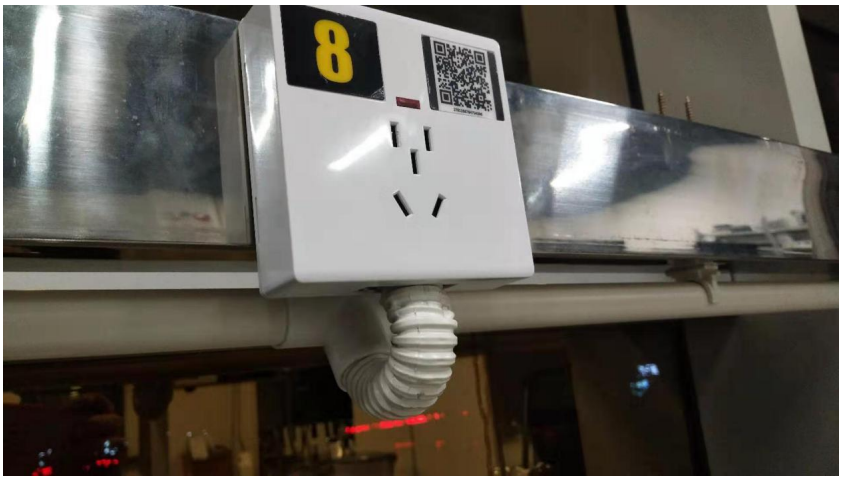

图 7
12、方钢上安装插座时线管与底盒进线口要用波纹管套线，避免插座线外露，如图 7。